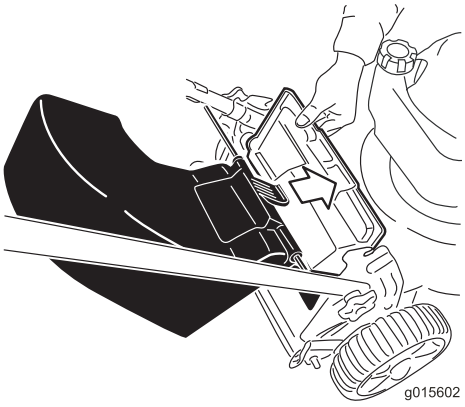

Figuur 18
1. Breng de afvoergeleider aan de achterzijde omhoog (Figuur 18).
2. Plaats de handgreep van de grasvanger in de inkepingen op de beugels van de handgreep (Figuur 18).